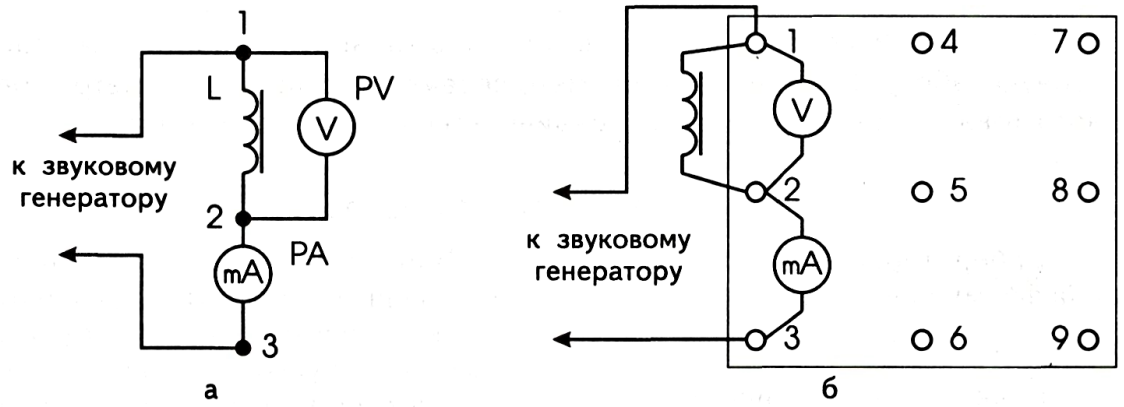

Рис.1
1. Соберите электрическую цепь по рис. 1. Катушку возьмите с сердечником внутри.
1. В схеме на рис. 1 катушку возьмите со стержнем внутри.